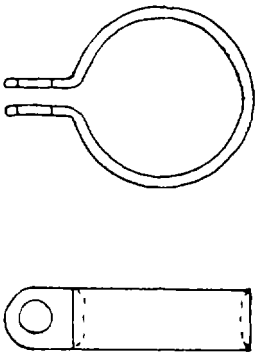

Figure 2-42. Loop-Type Bonding Clamp
(1) Loop-type bonding clamp. A plain metal uncushioned clamp, as shown in figure 2-42, which bonds metal tube to the airframe.